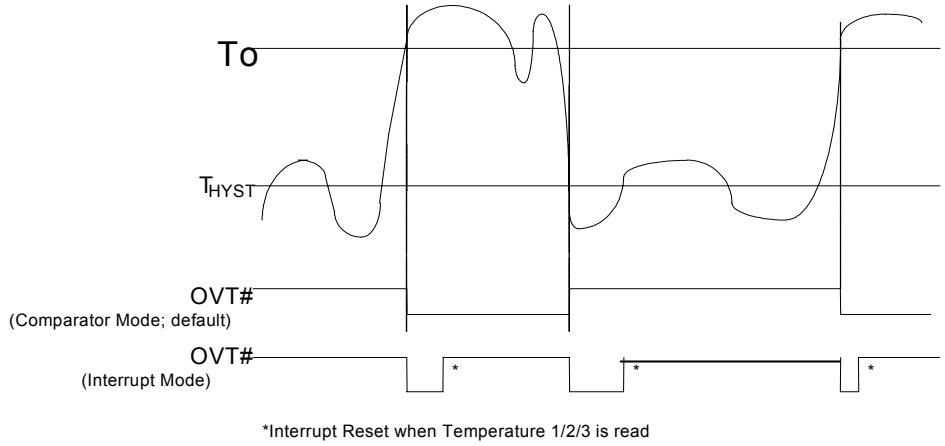

Figure 11 Over-Temperature Response Diagram
The W83792D/G can be connected three thermistors to measure three different environmental temperatures. The specification of thermistor should be considered to (1) β value is 3435K, (2) resistor value is 10K ohms at 25°C. In the Figure 11, the thermistor is connected by a serial resistor with 10K Ohms(1% error), then connect to VREF (Pin 37).
The W83792D/G can alternate the thermistor to Pentium IV™ thermal diode interface or transistor 2N3904 and the circuit connection is shown as Figure 11. The pin of Pentium IV™ D- is connected to power supply ground (GND) and the pin D+ is connected to pin VTINx in the W83792D/G. The resistor R=30K ohms should be connected to VREF to supply the diode bias current and the bypass capacitor C=3300pF should be added to filter the high frequency noise. The transistor 2N3904 should be connected to a form with a diode, that is, the Base (B) and Collector (C) in the 2N3904 should be tied together to act as a thermal diode.
Temperature exceeding T_O causes the OVT# output activated indefinitely until reset by reading temperature sensor 1 or sensor 2 or sensor 3 registers. Temperature exceeding T_O, then OVT# reset, and then temperature going below T_{HYST} will also cause the OVT# activated indefinitely until reset by reading temperature sensor 1 or sensor 2 or sensor 3 registers. Once the OVT# is activated by exceeding T_O, then reset, if the temperature remains above T_{HYST}, the OVT# will not be activated again.(Figure 11)